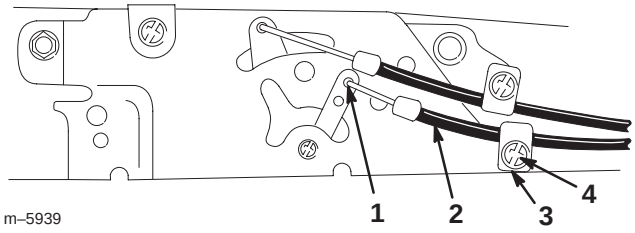

Figure 7
3. Attach the inner wire of the throttle cable to the top hole in the throttle control lever as shown in Figure 7.
4. Loosen the cable clamp and insert the cable behind it (Fig. 7).